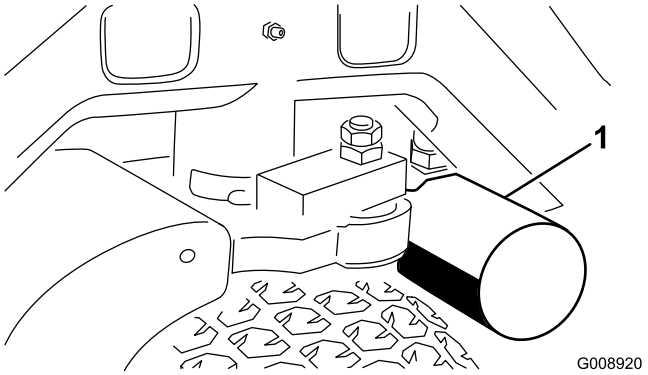
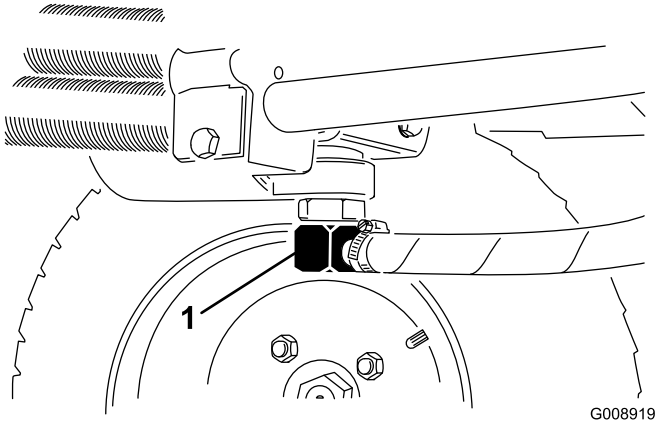

Figur 56
Figur 57
3. Rengör runt området där filtret ska monteras. Placera ett avtappningskärl under filtret (Figur 56) och avlägsna filtret.
2. Lossa hydraulledningen (Figur 57) eller avlägsna hydraulfiltret (Figur 56) och låt hydrauloljan rinna ned i ett uppsamlingstråg. Sätt tillbaka hydraulledningen när hydrauloljan har slutat att droppa.